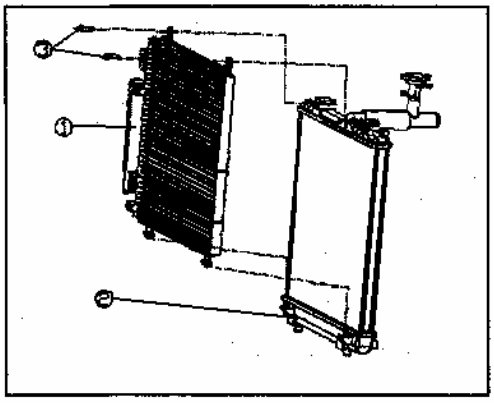

Рис. 763
2. Снимите соединительный болт в опоре конденсора, крепления к радиатору (Рис. 763,764).